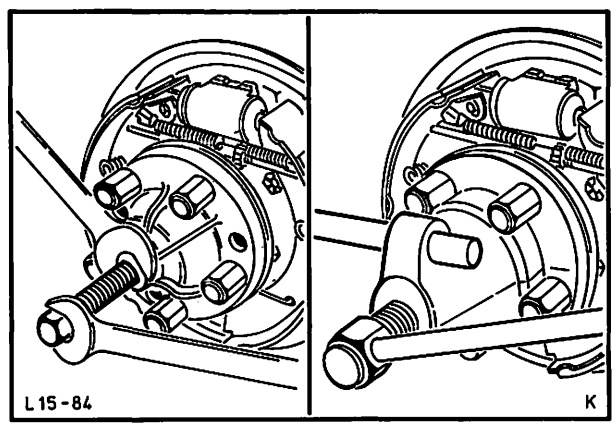

Abb. 164 Flansch – Antriebswellenstumpf mit Spezialwerkzeug 15-038 abziehen
2. Flansch – Antriebswellenstumpf mit Spezialwerkzeug 15-038 abziehen, Abb. 164.